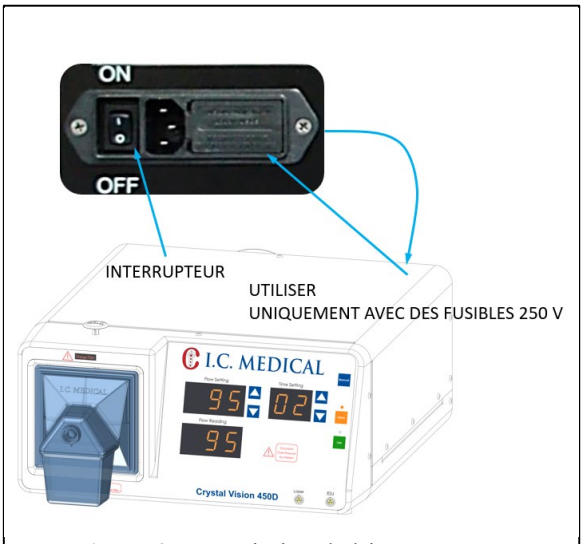

Figure 9 : Description de l'interrupteur d'alimentation marche-arrêt.
1. L'interrupteur d'alimentation de l'appareil CRYSTAL VISION® (Figure 9) est situé sur le panneau arrière, à côté du cordon d'alimentation. Placez-le en position « ON » [I]. Lorsque l'appareil est allumé, le RÉGLAGE DU DÉBIT, les voyants et l'affichage pour TEMPS et DÉBIT doivent s'allumer.